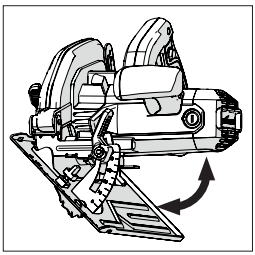

Abb. 14
- Kippen Sie das Sägeblatt in den gewünschten Winkel, wie auf der Winkelskala des Quadranten angegeben. **(Abb. 14)**
(14) BEDIENUNGSHINWEISE (ÜBERPRÜFUNGEN VOR DEM BETRIEB)